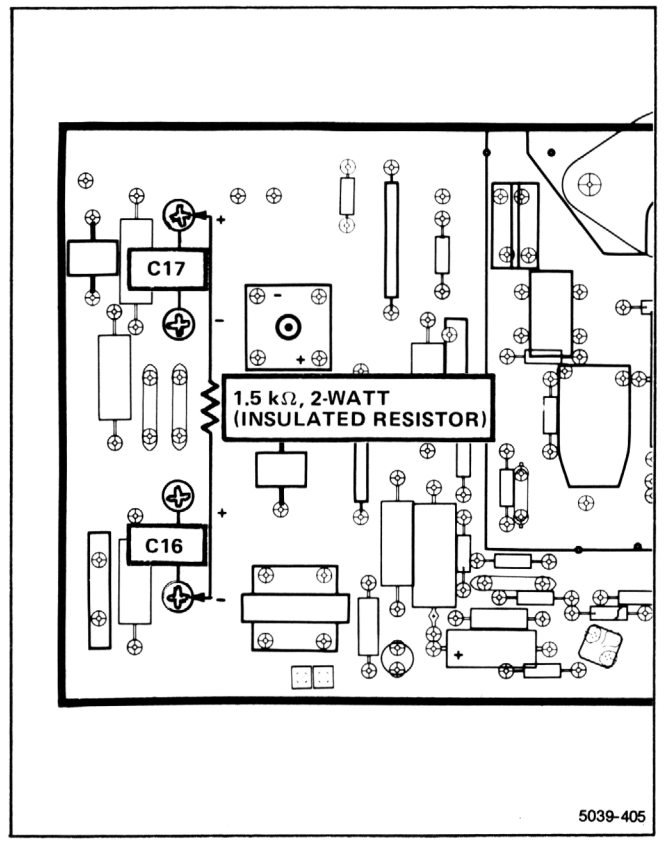

**Figure 4-12. Location of terminals used to manually discharge C16 and C17.**
- Apply a 1.5-kilohm, 2-watt, insulated resistor across the capacitor screws as shown in Figure 4-12.